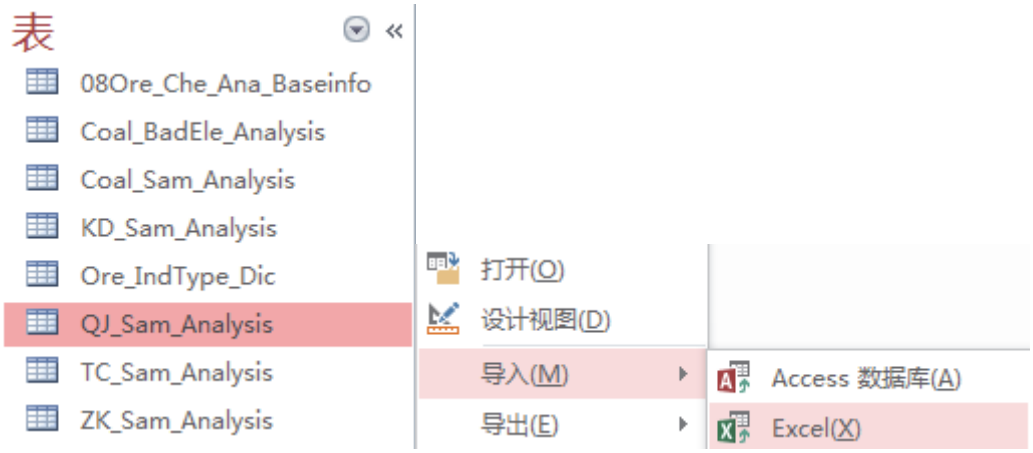

图 7-31
4. 在 Access 软件界面左侧的数据表列表中，点击选择“QJ_Sam_Analysis”，再右键单击，在快捷菜单里选择“导入”→“Excel”（见图 7-31）；